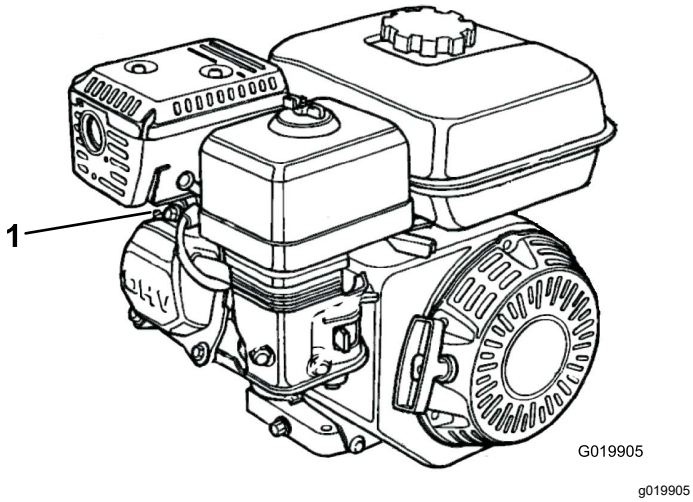

Figura 32
2. Scollegate il cappellotto dalla candela (Figura 32).